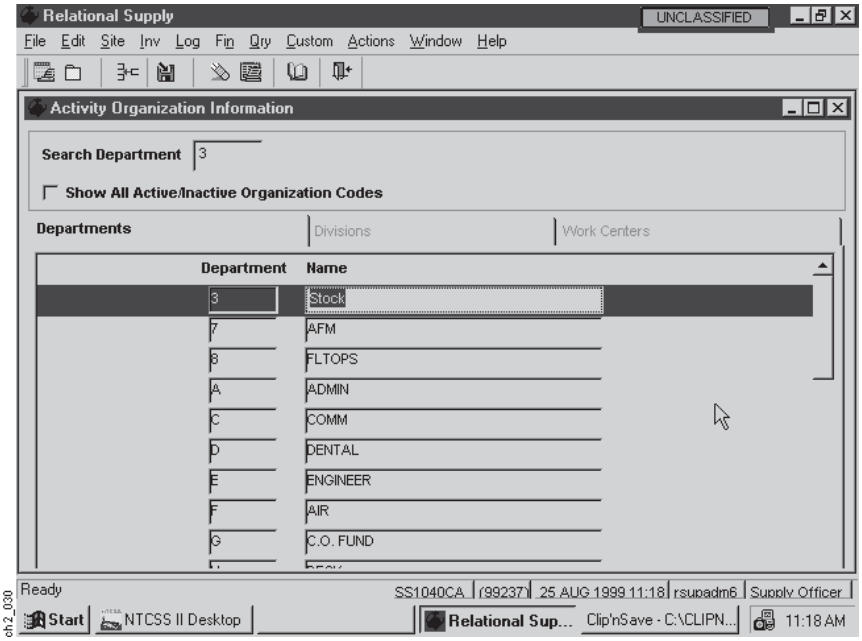

Figure 2-41
(1) Step 1. On the Activity Organization Information Screen above (Figure 2-41), ensure the Departments Option (tab) appears enabled or select it to do so.